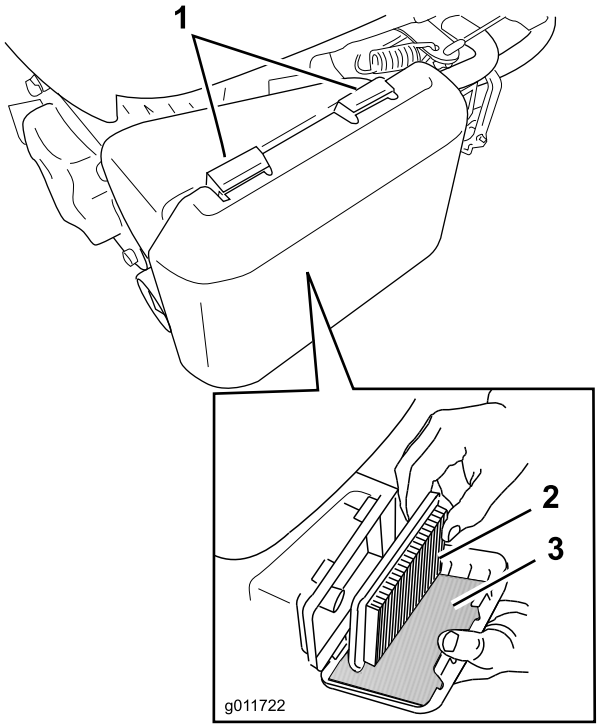

Figura 24
1. Presione hacia abajo los cierres de la parte superior de la tapa del limpiador de aire (Figura 24).
3. Retire el filtro de aire de papel y el pre-filtro de gomaespuma (Figura 24).